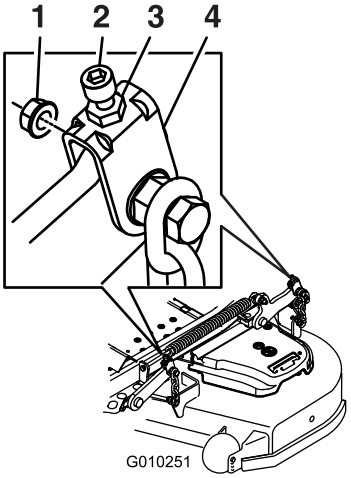

Figure 89
10. Le cas échéant, desserrez l'écrou Whizlock sur le côté de la chape et l'écrou de blocage sur le dessus. Ajustez précisément la vis de réglage en la tournant jusqu'à obtention de 7,6 mm (3 po) de hauteur (voir Figure 89).
16. Ajustez précisément la vis de réglage en la tournant jusqu'à obtention de 8,3 mm (3-1/4 po) de hauteur (Figure 89).